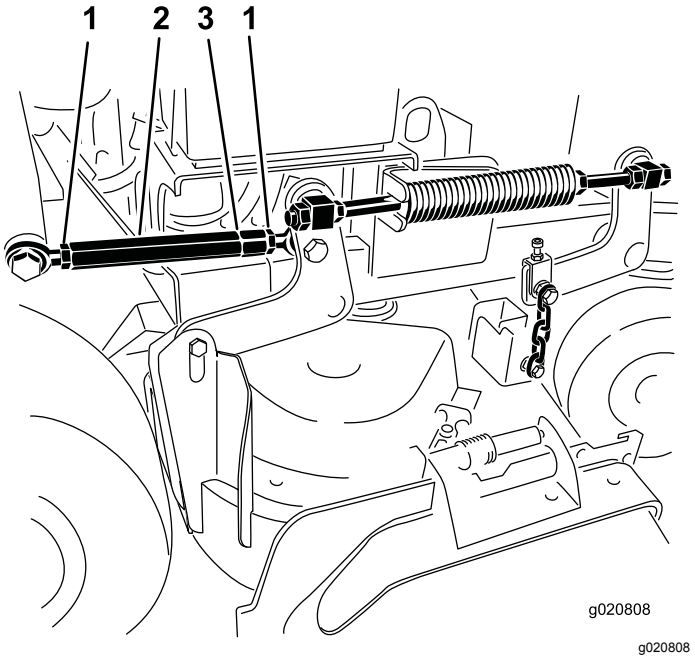

Figuur 87
4. Draai de contramoeren aan beide zijden van de spanschroef los (Figuur 87).
Opmerking: Het uiteinde van de spanschroef met de groef erin heeft linkse schroefdraad (Figuur 87).